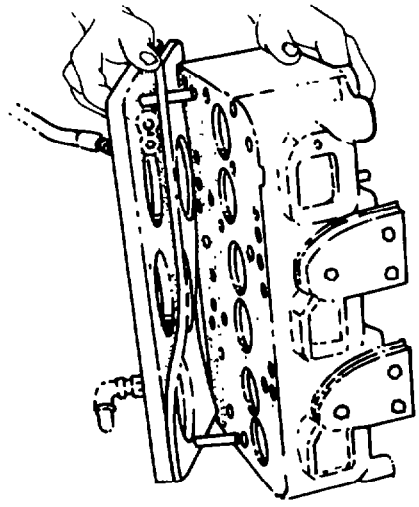

Fig. 5 — Attaching Blanking-off Plate
a. Block off the water passages in the heads with 6.4 mm (¼ in.) rubber gaskets and steel plates. The bolts securing the steel plates and gaskets to the heads should be tightened enough to prevent leaks (see fig. 5).